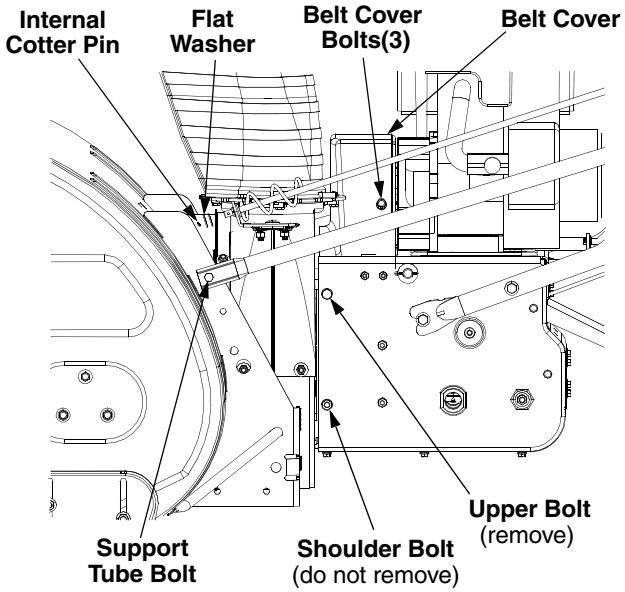

Figure 18
- Use a 9/16” wrench to remove the upper bolts and lock washers that secure the rear of the auger housing to the frame . Refer to Figure 18.